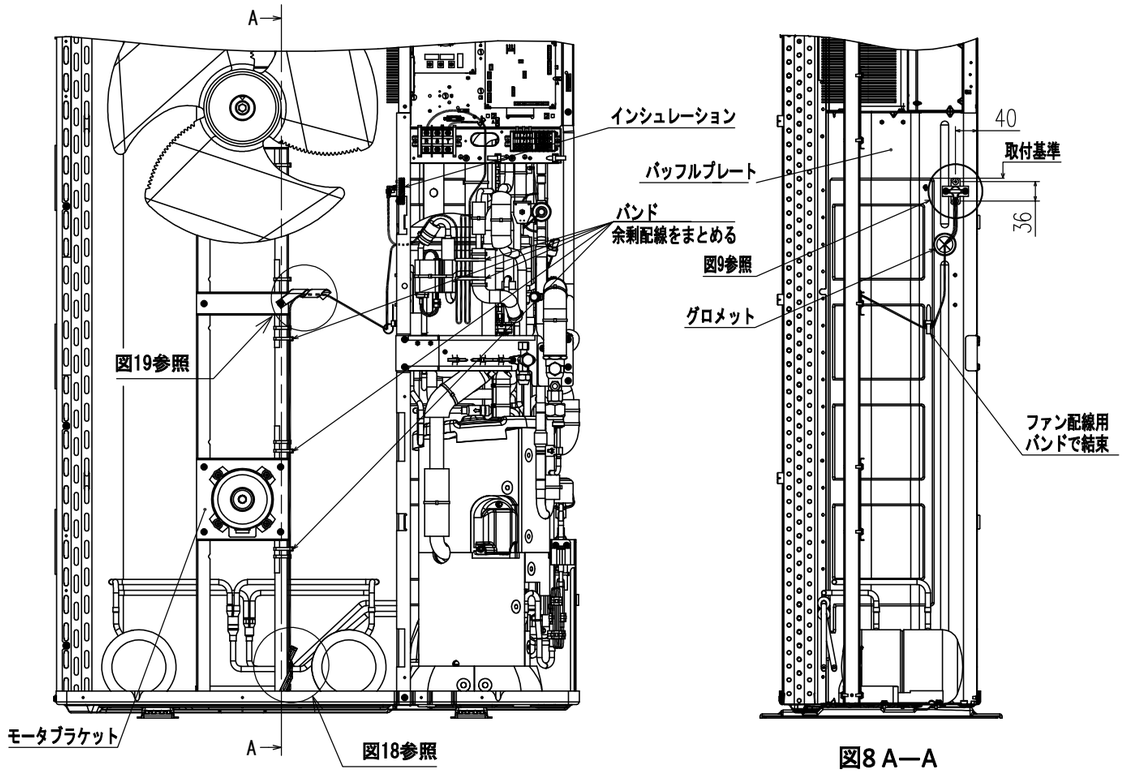
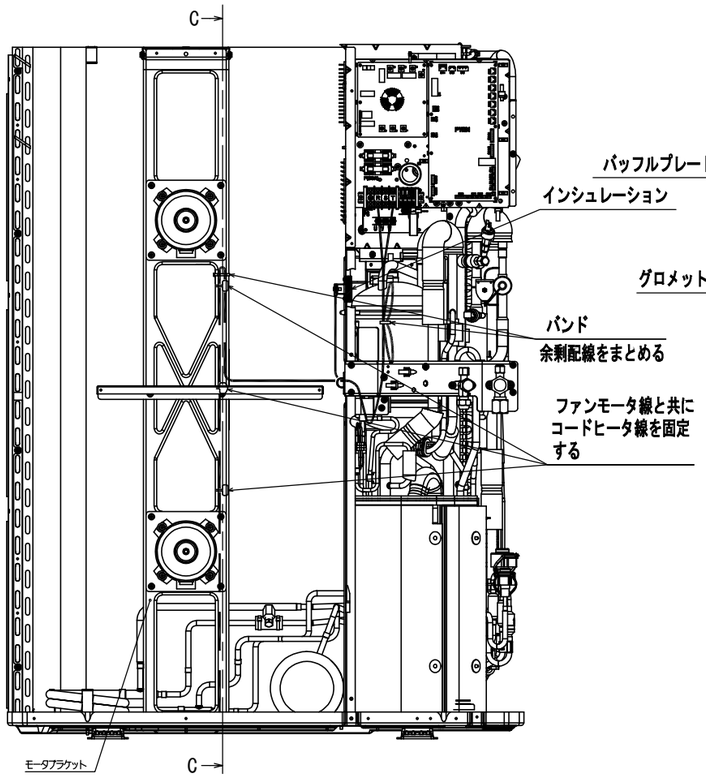

図7. FDCVP2244,2804
図12. FDCP1604LXAG
④ FDCVP2244, 2804, FDCVP2244, 2804HSXは取外したモータブラケットを取付けてモータブラケットにドリルねじを使用し、付属品の板クランプを図18の位置に取付けてください。余ったコードヒータをモータブラケットにバンドと板クランプを使用し、図7および図19のように固定してください。
⑧ブラケットⒺを固定した後にドリルねじが配線に接触しないよう、図7, 図10, 図12のようにインシュレーションをねじ部にかぶせて取付けてください。
①コードヒータの余り（非発熱部2.2m）は、モータブラケットに沿って立ち上げ、モータブラケットに固定してください。コードヒータがプロペラファンに接触しないように注意し、付属のバンドで固定してください。（図7、図10、図12）